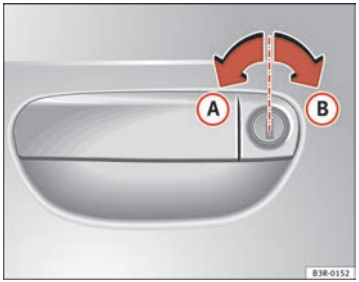

Fig. 70 Turning the key to enable the open and close functions
– To unlock the vehicle, turn the key in the driver's door to position (A) ⇒ fig. 70.
– To lock the vehicle, turn the key in the driver's door to position (B) ⇒ fig. 70 ⇒ ⚠.
To do so, turn the key in the driver's door **twice** in quick succession to position (B) ⇒ page 99, fig. 70.